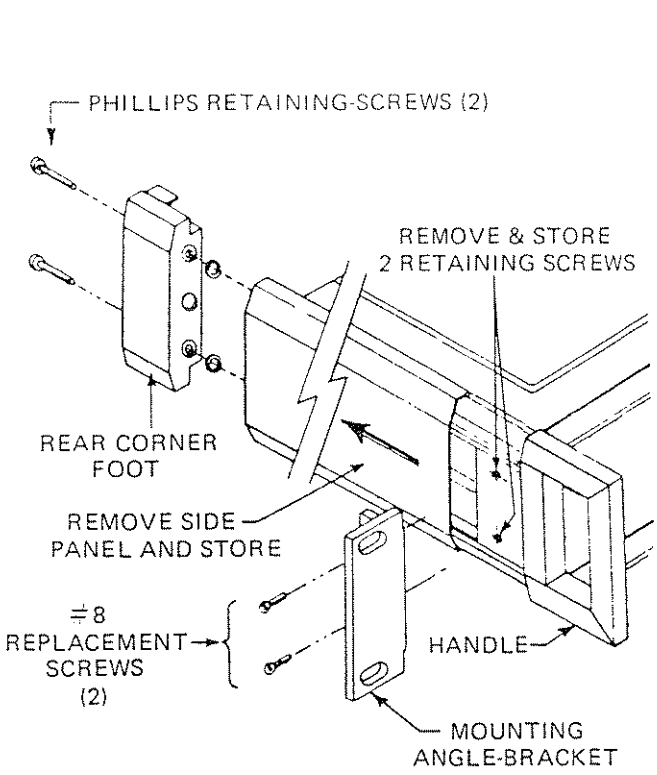

Figure 2.1-Fixed-Mount Angle-Bracket Detail
2.5.2.1 Refer to Figure 2.1 for this procedure. The installation package includes:
a. Flange-Mount angle-brackets (2)
b. Front corner-inserts for nonhandle installations (2)
c. Flathead #8-32 x 1/2 screws (4)
f. Triple-rail slide-mount assemblies (2) - P/N 454489
g. Self-Anchoring #10-32 tinnerman nuts (12) - P/N 610920
h. Phillips panhead #10-32 x 1/2 screws (8) - P/N 615091
j. Phillips panhead self-tapping #8-32 x 5/16 screws (8) - P/N 610910
k. Phillips flathead #8-32 x 1/2 screws (4) - P/N 615325
l. Phillips panhead #10-32 x 3/4 screws (4) - P/N 615093
m. Alignment #8 x 1/16 (spacers) washers (2) - P/N 610921
n. Cover retaining-brackets (2) - P/N 454597
o. Phillips Flathead Metric Screws M4 x 12 (4) - P/N 611011
2.5.3.2 Prepare the instrument for installing the alignment blocks in the side channels of the unit. Refer to Figures 2.1 and 2.2 and complete the following steps: